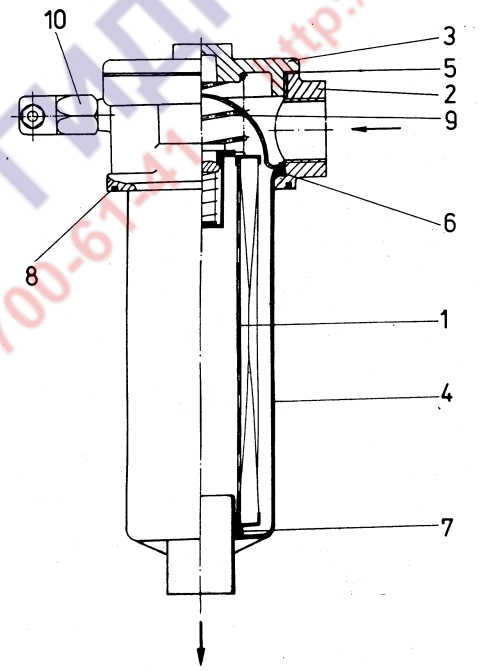

Рис. 5.59. Фильтр возвратный
7. Вынуть фильтрующие элементы возвратных фильтров и напорного, представленных на Рис. 5.59 и 5.60. Очистить демонтированные детали.
Замена фильтрующих элементов возвратных фильтров не требует слива масла из бака гидросистемы. Уровень масла в баке ниже расположения крышек фильтров. Поэтому при выемке фильтрующих элементов из фильтров не произойдет утечки масла из бака. В гидросистеме применены два возвратных фильтра, представленные на Рис. 5.59.
Порядок замены фильтрующих элементов возвратных фильтров (Рис. 5.59):
– выкрутить крышку (3, Рис. 5.59) из головки фильтра (2);
– очистить корпус (4) фильтра внутри;
– заменить фильтрующий элемент (1) с уплотнительным кольцом (7);
– проверить состояние и при необходимости заменить уплотнительную прокладку (5);
– очистить снятые детали и закрутить крышку (3).